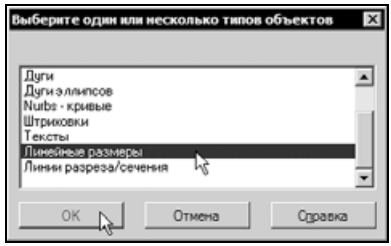

Рис. 3.43
- В списке диалогового окна укажите строку **Линейные размеры** и нажмите **OK**. (рис. 3.43).